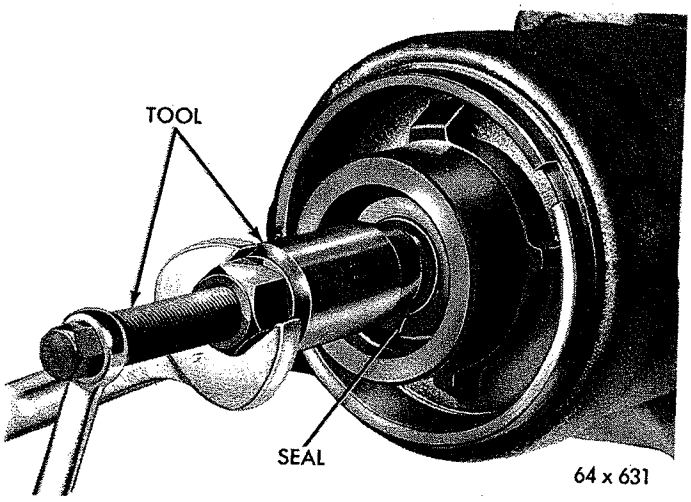

*Fig. 26—Removing Worm Shaft Oil Seal*
(1) Remove oil seal with Tool C-3638 (Fig. 26).